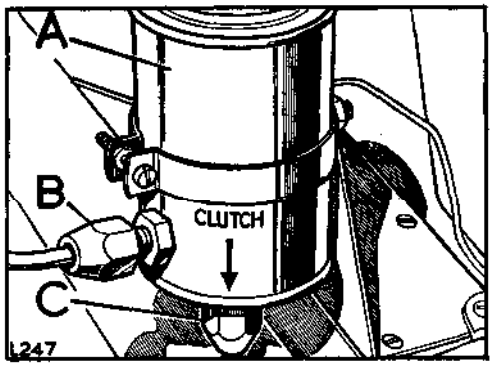

**Fig. B1-27. Bracket mounted fluid reservoir**
7. Fit the fluid pipes to the reservoir. Fig. B1-27 refers.